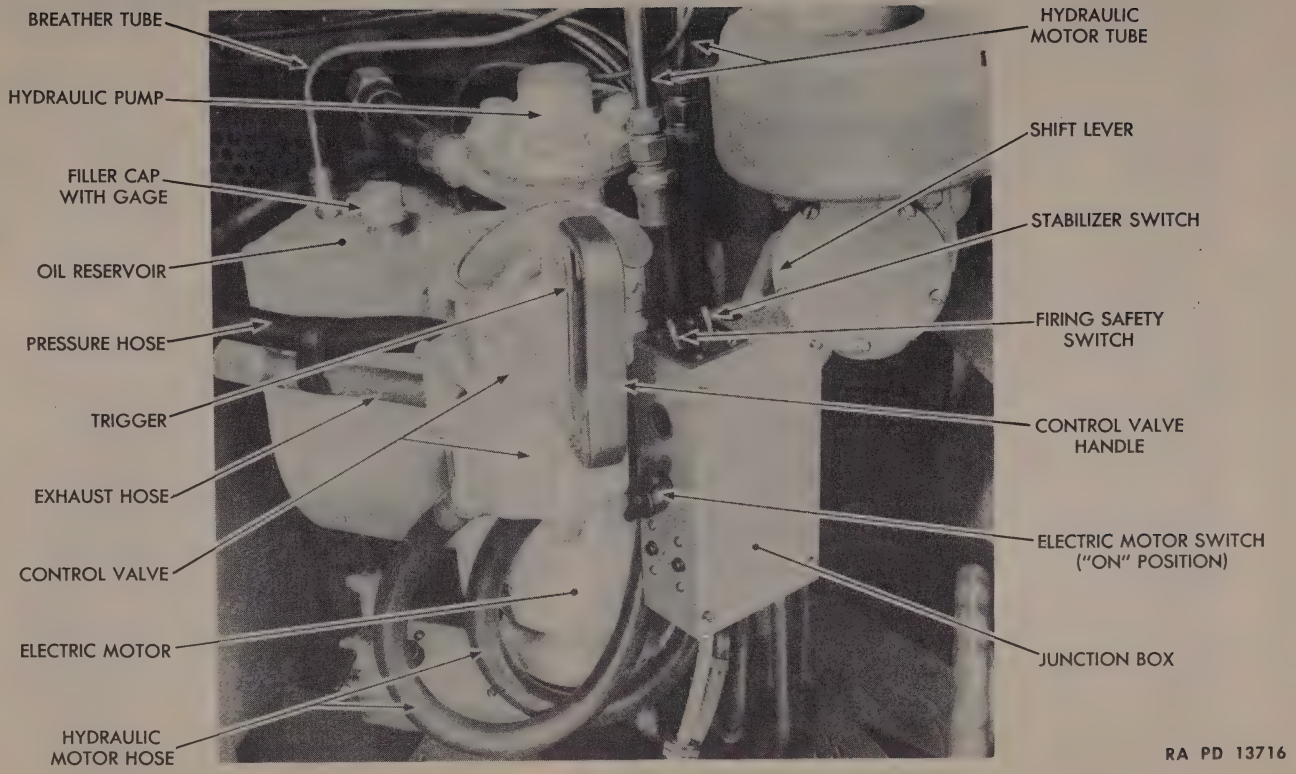

Figure 31—Controls of Hydraulic Turret Traversing Mechanism
c. Operating Instructions (fig. 31).
(1) Check oil level in reservoir with bayonet oil level gage. Refill reservoir with OIL, hydraulic, if oil level is below full mark.
(2) Turn turret electric motor switch to the "ON" position. This will start the electric motor and the hydraulic pump.
(3) Check shift lever on gear box to be sure that it is raised to the power operating position.
(4) Grasp control valve handle firmly with left hand, squeezing trigger at the same time. The handle can now be turned in whichever direction it is desired to traverse the turret. The farther the handle is turned the faster the turret will be traversed. Turning the handle back to the vertical position will stop the turret from rotating.